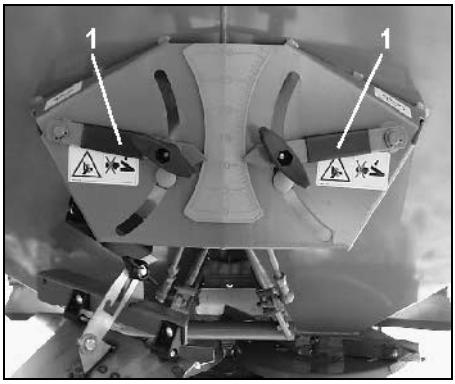

Rys. 55
- Nad dźwignią ustalającą (Rys. 55/1) ustawić pozycję „11” zasuwy.